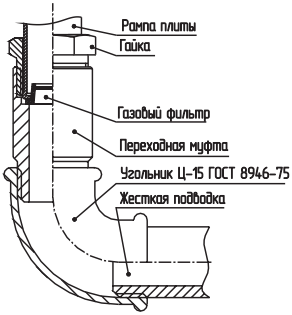

рис. 3
■ Жесткое подсоединение к газовому стояку (рис. 3) производится с помощью пере-